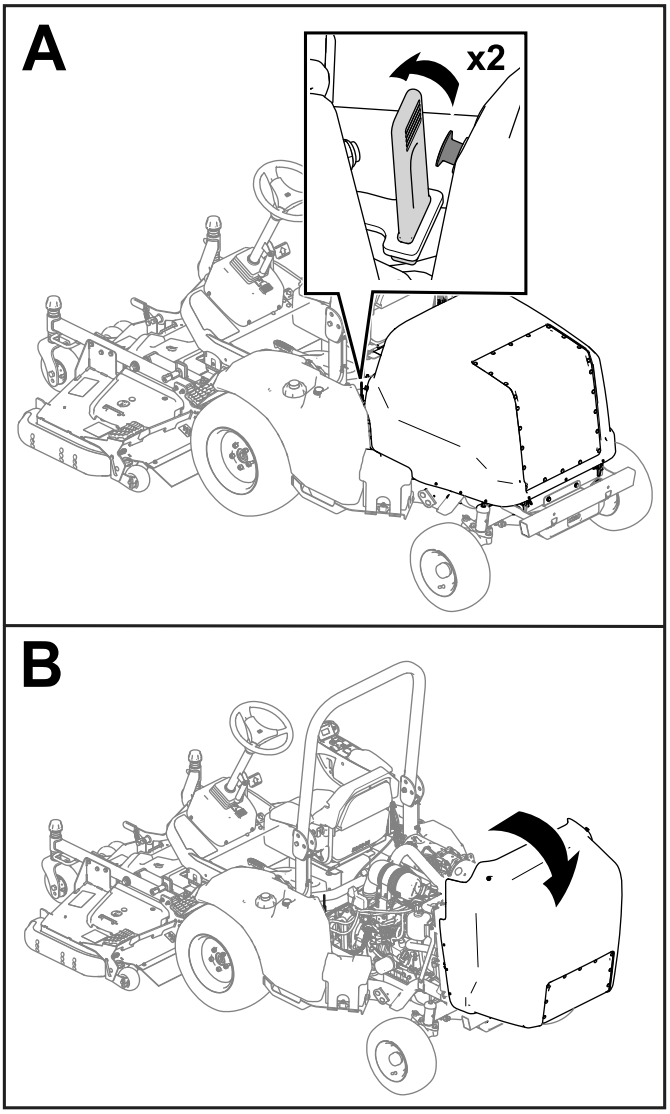

Figura 43
1. Rilasciate le cinghie su ciascun lato della macchina (Figura 43).
2. Sollevate il cofano (Figura 43).